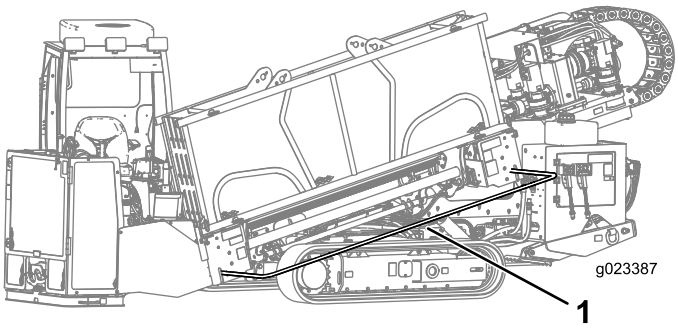

Rysunek 38
4. Obniżyć pręt zabezpieczający pieszych i zamocować go na miejscu (Rysunek 38).